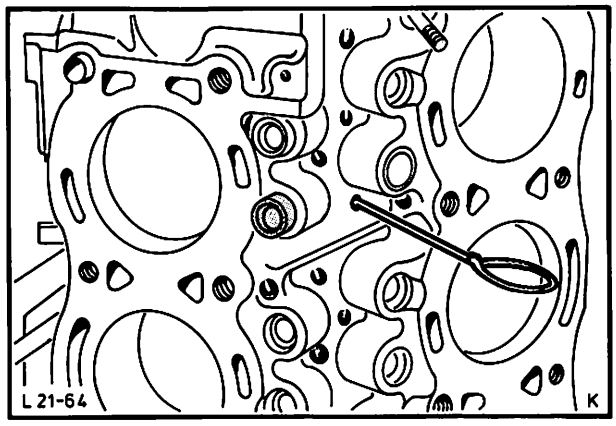

Abb. 90 Ventilstößel mit Hilfe eines Messingdrahtes herausdrücken
16. Motorblock senkrecht stellen. Ventilstößel mit einem gebogenen Messingdraht, Abb. 90, herausdrücken, dabei vorher eine größere Ölauffangwanne unterstellen.